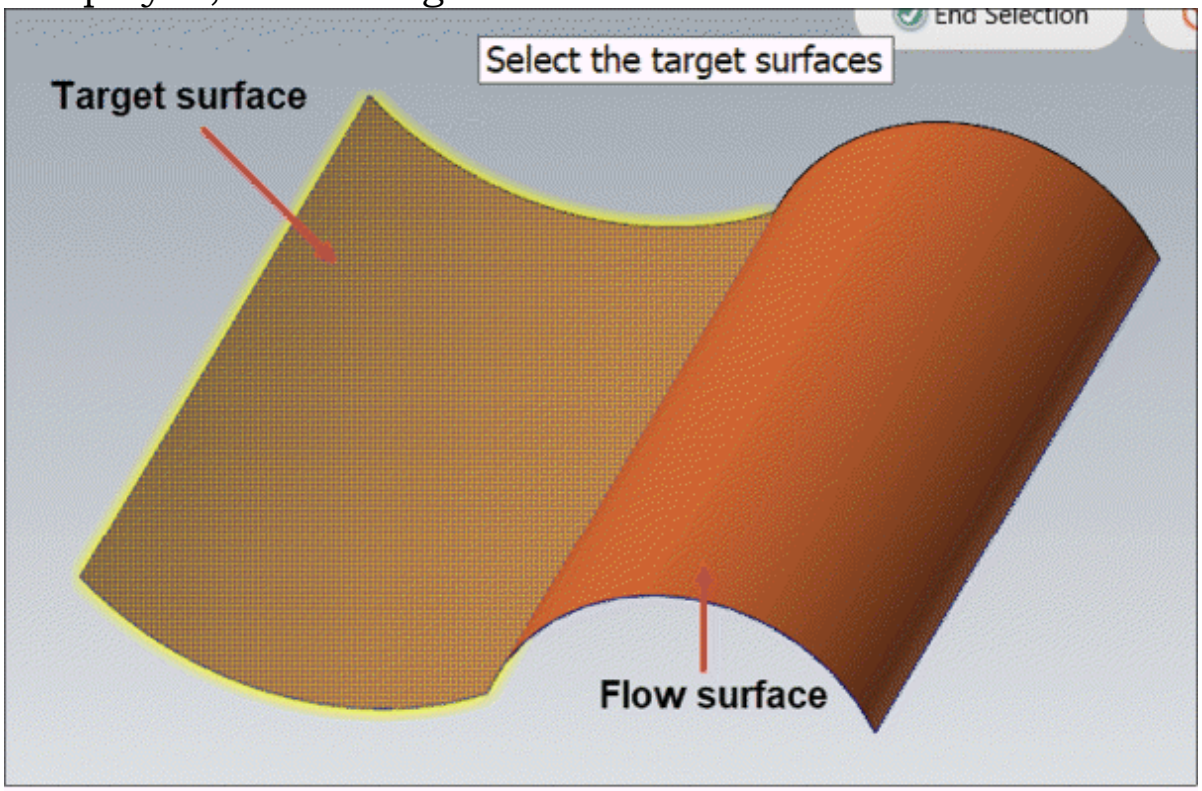
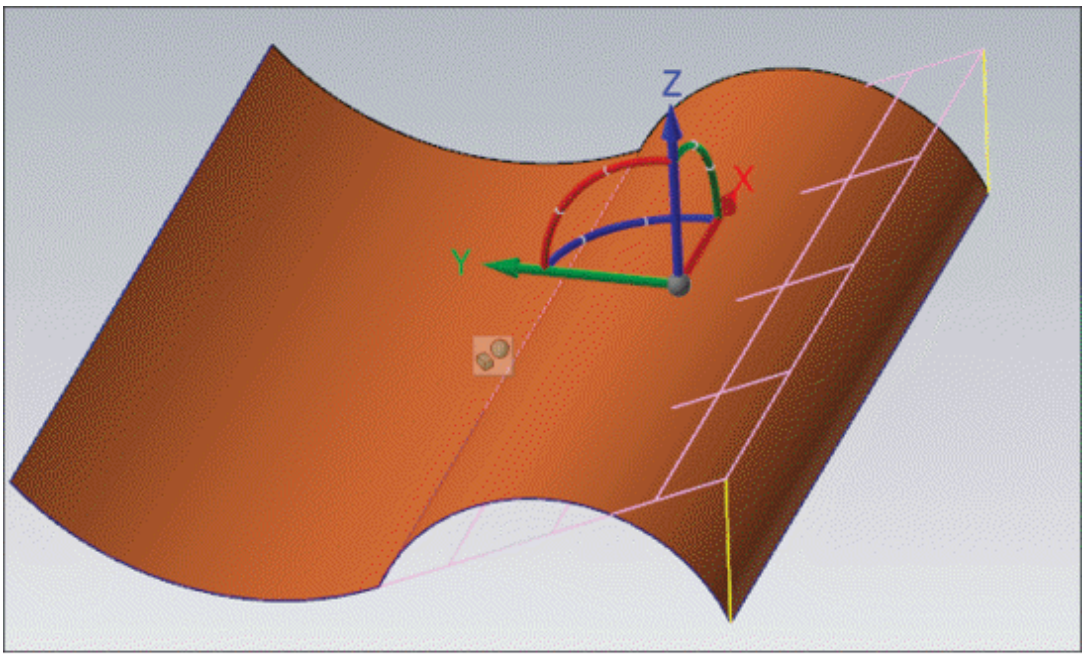

Figure-78. Surfaces selected for UV overflow
Figure-79. Preview of Overflow UV
- Select desired surface to be used for UV overflow; refer to Figure-78 and press **ENTER**. Preview of overflow will be displayed; refer to Figure-79.